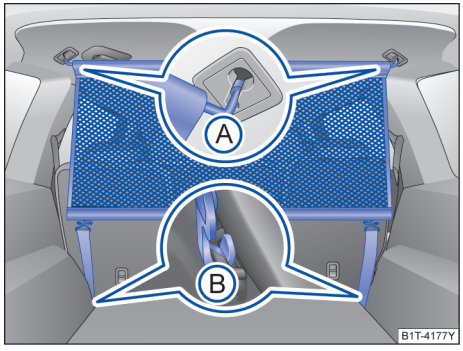

图 208 隔离网安装在第二排座椅之后 ▶
– 将隔离网挂入车顶中的左后支座中→ 图 208 Ⓐ 。注意要越过上方位置向下拉横拉杆。
– 将隔离网的两个固定钩挂入行李厢内的前方固定环→ 图 208Ⓑ ，然后牢牢拉紧带子。
– 将隔离网的固定钩从固定环→ 图 208Ⓑ 上取下。